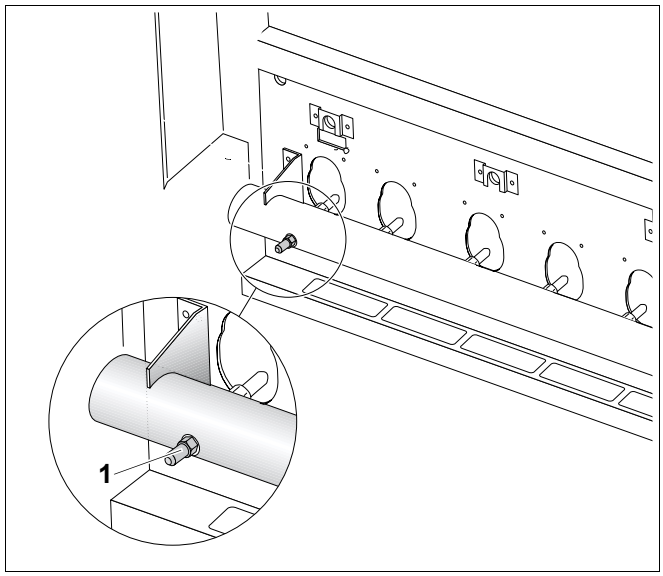

Рис. 26 Измерение давления на форсунках
- На два оборота открутить измерительный ниппель на газораспределительной гребенке (рис. 26, **поз. 1**) и надеть измерительный шланг U-образного манометра.